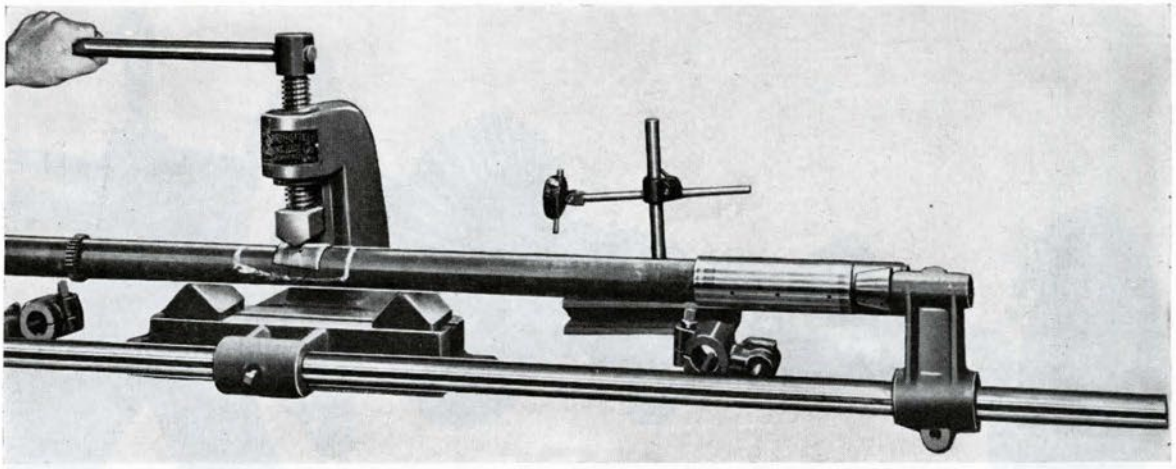

Figure 190
*2. If above step indicated that shafts are out of true by more than 0.005 inch, place shafts on V-blocks of shaft-straightening press, with chalk mark uppermost. Place a piece of brass stock over portion of shaft to be straightened, and tighten press to straighten shaft (Fig. 190). Re-check alignment as in step 1, above.